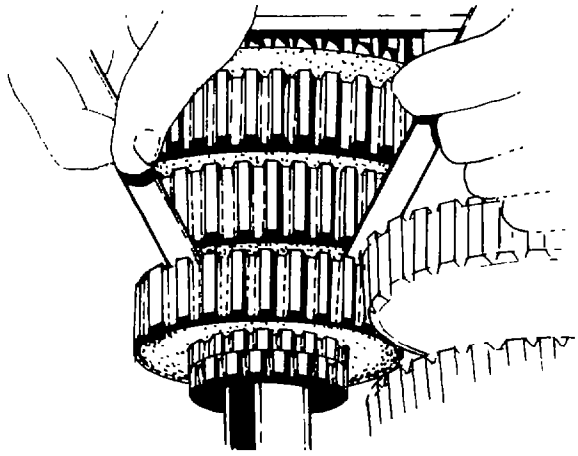

Fig. 209 — Checking End Play
x. Using two feeler gauges, check the end play between the third gear thrust washer and fourth gear (see fig. 209). End play should be 0.635 – 0.889 mm (0.025 – 0.035 in).